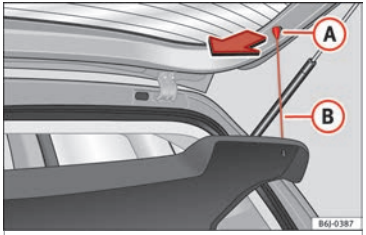

Fig. 120 Rear shelf.
– Unhook the loops ››› **Fig. 120** (B) from housings (A).